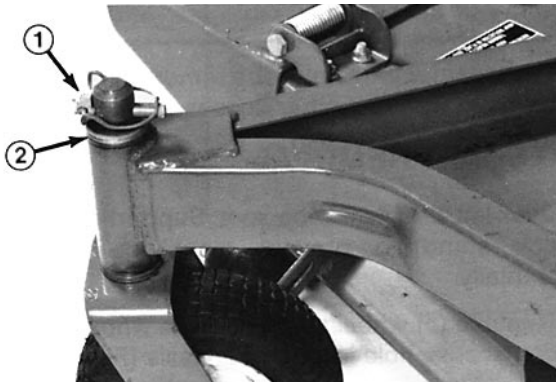

Afbeelding 9
4. Steek de drevel in de boven- of onderkant van de montagebuis en sla de lagerbus uit de buis (Afb. 9). Sla ook de andere lagerbus uit de buis. Reinig de binnenkant van de buis.